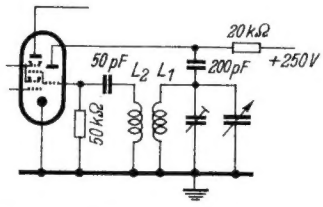
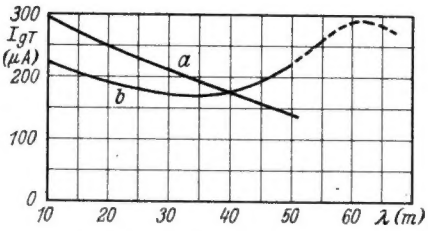

Bild 1. Übliche Oszillatorschaltung für den Kurzwellenbereich
Bild 2. Abhängigkeit des Oszillatorgitterstromes von der Wellenlänge
Bild 1 zeigt die übliche Oszillatorschaltung. Bei 6 MHz beträgt der Resonanzwiderstand des Oszillatorkreises etwa 5 kΩ, während er bei 20 MHz bis auf etwa 15 kΩ ansteigt. Die üblichen Mischröhren benötigen für größte Mischsteilheit und geringstes Rauschen eine Oszillatorspannung ($I_{gT} \times R_{gT}$) von etwa 10 V, also bei
a) für die Schaltung nach Bild 1 (Schwankung + 45 % bis —30 % vom Sollwert 200 µA)
R_{gT} = 50 kΩ einen Gitterstrom von I_{gT} = 200 µA. Bei der in Bild 1 dargestellten Schaltung erfordert dies eine sehr feste Rückkopplung. Deshalb wird meist die Windungszahl der Rückkopplungsspule ebenso groß gemacht wie die der Schwingkreisspule. Trotzdem bleibt der Gitterstrom bei 6 MHz noch erheblich unter dem günstigsten Wert, so daß die Mischsteilheit absinkt, das Rauschen steigt und der Anodenstrom der Oszillatortriode in vielen Fällen den mit Rücksicht auf die Lebensdauer zulässigen Höchstwert von etwa 6 mA überschreitet. Andererseits ist die Rückkopplung dann am kurzwelligen Ende (20 MHz) zu fest, so daß die Gefahr des Überschwingens (periodisches Aussetzen des Oszillators durch Auftreten von Kippschwingungen) besteht und der Gitterableitwiderstand verringert werden muß. Eine zu große Oszillatoramplitude hat außerdem vermehrte Pfeifstellen zur Folge. Durch die feste Rückkopplung wird die Änderung der Gitter-Katodenkapazität, die beim Regelvorgang auftritt, praktisch in ihrer vollen Größe auf den Schwingungskreis übertragen, so daß der Schwundausgleich mit einer erheblichen Frequenzverwerfung (meist mehrere kHz am kurzwelligen Ende) verknüpft ist, wenn man nicht auf eine Regelung der Mischröhre im Kurzwellenbereich verzichtet. Es ist schwer, einen günstigen Kompromiß zu finden und wie Kurve a in **Bild 2** zeigt, ist auch hierbei noch die Änderung der Oszillatoramplitude etwa 1 : 2.
Eine Schaltung, die die beschriebenen Nachteile nicht aufweist, ist in **Bild 3** dargestellt. Die Rückkopplungsspule liegt nicht direkt am Gitter, sondern es ist der Serienresonanzkreis L_3, C dazwischen geschaltet. Seine Resonanzfrequenz liegt etwas unter der niedrigsten Frequenz des Empfangsbereichs, also bei 4,75 MHz bzw. 63 m, wenn der Empfangsbereich bis 6 MHz bzw. 50 m reicht. Am kurzwelligen Ende, bei 20...25 MHz, ist der Serienkreis praktisch unwirksam, so daß nun die Rückkopplung nur so fest gemacht zu werden braucht, wie es für eine ausreichende Amplitude notwendig ist, d. h. man benötigt nur halb so viel Rückkopplungswindungen wie in der Schaltung nach Bild 1. Der Abfall der Amplitude nach längeren Wellen zu wird dadurch vermieden, daß bei Annäherung an die Resonanzfrequenz von L_3, C an L_3 eine überhöhte Spannung auftritt. Die Kurve b in Bild 2 zeigt den bei dieser Schaltung beobachteten Verlauf des Oszillator-Gitterstromes. Sie liegt dicht bei dem Sollwert von 200 µA; die Schwankung von etwa 20 % ist praktisch bedeutungslos. Ein Vergleich der Kurven a und b zeigt die beträchtliche Verbesserung, die nur eine zusätzliche Spule und einen Kondensator erfordert. Bei 20 MHz wurde mit einer Regelspannung von —25 V eine Frequenzverwerfung von nur 300 Hz gemessen.
Die Spule L_3 soll möglichst wenig mit L_1 und L_2 gekoppelt sein, man kann sie aber trotzdem ohne Bedenken auf denselben Spulenkörper wickeln. Wenn man die Induktivität von L_3 nicht ausreichend genau vorausbestimmen kann, ist es zweckmäßig, für C einen Trimmer zu benutzen, den man so einregelt, daß das in Bild 2 gestrichelt gezeichnete deutliche Maximum des Gitterstroms bei etwa 4,75 MHz, d. h. 63 m, auftritt. Die Rückkopplungsspule L_2 wird so bemessen, daß bei etwa 20 MHz, d. h. bei 15 m, der Gitterstrom den Sollwert von 200 µA erreicht. Alle genannten Frequenzen sind Empfangsfrequenzen. Die Oszillatorfrequenzen liegen um den Betrag der Zwischenfrequenz höher.